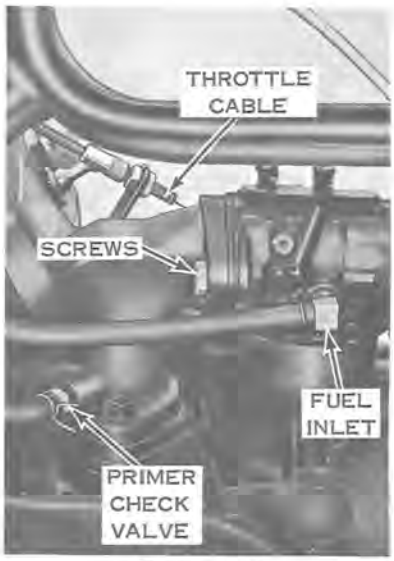

Figure 5-2
a. Disconnect throttle cable at carburetor (see Figure 5-2).
b. Disconnect fuel pump hose at carburetor elbow (see Figure 5-2).
c. Remove screws, nuts, and washers attaching carburetor to intake manifold (see Figure 5-2). Remove carburetor from manifold.
d. Disconnect fuel primer hose at check valve (see Figure 5-2). Remove two nuts attaching intake manifold, reed valve body, and gaskets to crankcase studs. Remove the intake manifold and reed valve assembly, taking care to avoid damaging the reed valves.